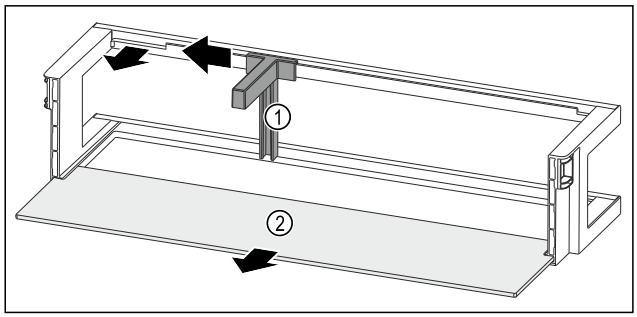

Fig. 160 Raft montat pe ușă cu suport pentru sticle și raft
▶ Împingeți în lateral suportul pentru sticle *Fig. 160 (1)* până la degajare.
▶ Extrageți suportul pentru sticle *Fig. 160 (1)*.
▶ Extrageți raftul *Fig. 160 (2)*.